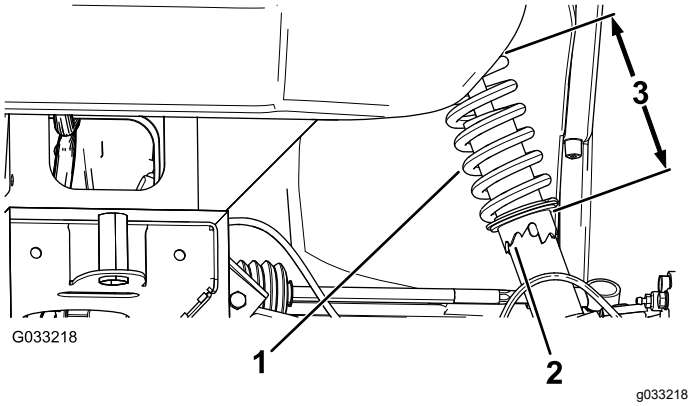

Figuur 44
2. Als de vlucht van het wiel onjuist afgesteld is, draai dan met de schroefsleutel aan de kraag van de schokdemper tot het wiel uitgelijnd is (Figuur 44).